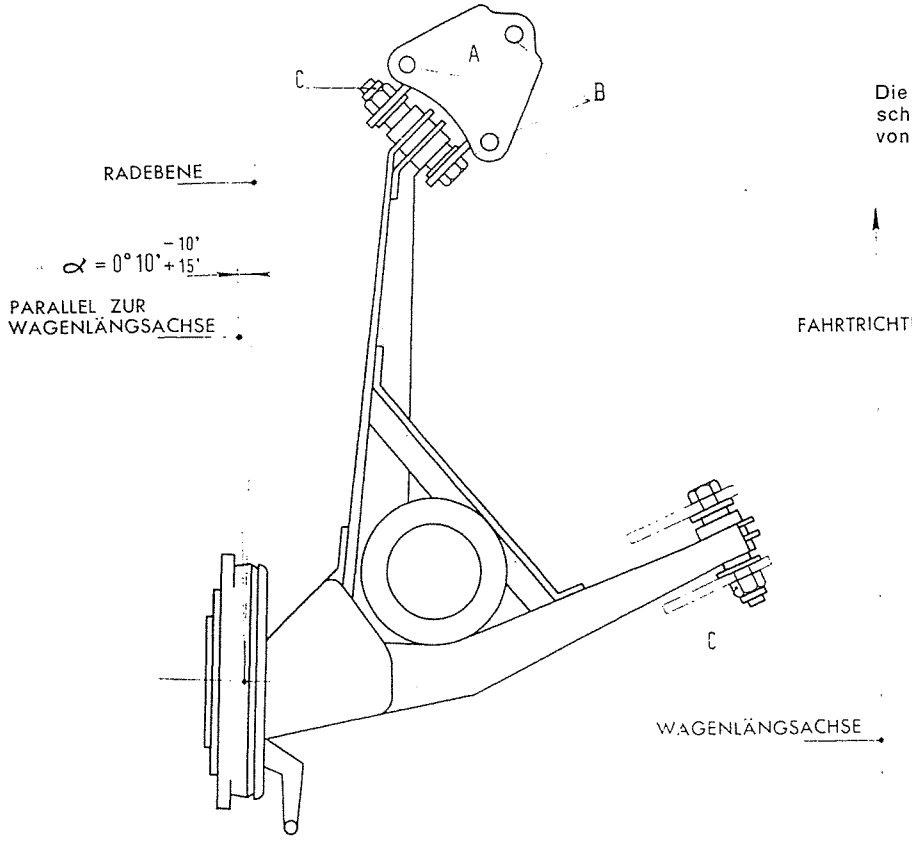

Abb. 258.
b) schräg zur Wagenlängsachse sein, mit einem Winkel (α, Abb. 258) von $0^\circ\ 10'^{-10'}_{+15'}$ und
Die Einstellung der Hinterräder wird am äusseren Lagerbock des Längslenkers vorgenommen, wobei der Luftspalt zwischen den Befestigungslöchern des Lagerbocks (A, Abb. 258) und den Schrauben (B) ausgenützt wird. Man beachte, dass einer Aenderung um $0^\circ\ 10'$ der Vorspur (α, Abb. 258) eine Verschiebung des Rads von ca. 5,5 mm (in einem Abstand von 1,84 m vom Radmittelpunkt gemessen, der gleich dem Radstand ist) entspricht.
Nach der Einstellung genannte Schrauben mit einem Drehmoment von 4000-5000 mmkg wieder anziehen. Die Muttern (C, Abb. 258) der beiden Gelenkbolzen des Längslenkers sind mit einem Drehmoment von 6000-7000 mmkg anzuziehen.